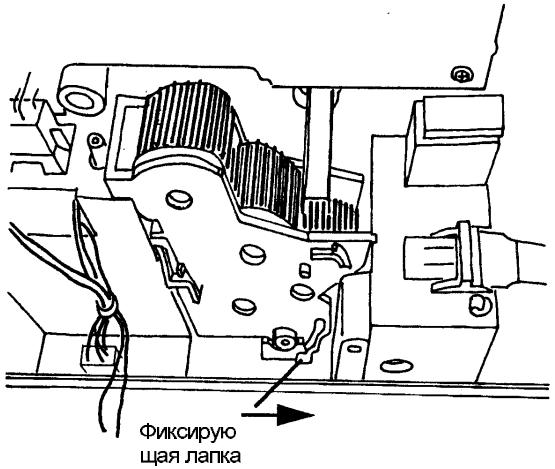

Рис. 1. Демонтаж шестерен привода лотка 1 / лотка 2
5. Снимите шестерни привода лотка 1 / лотка 2 (Рис. 1).